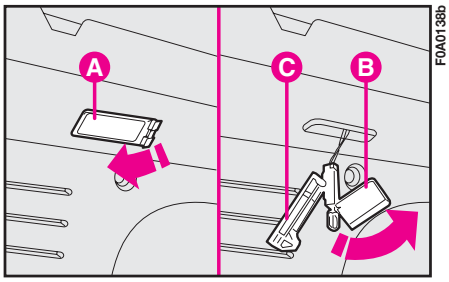

fig. 39
**1)** Remove the lens **A-fig. 39** as shown by the arrow.